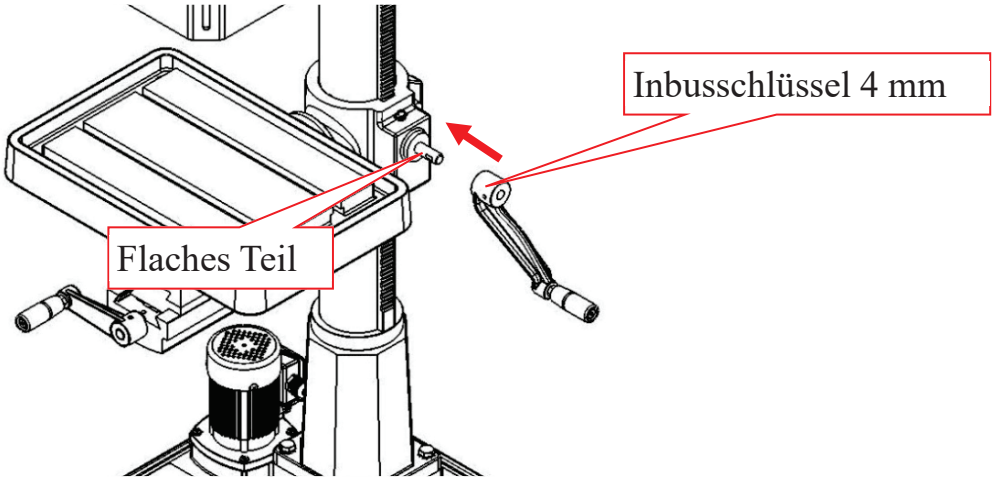

Abbildung 03
2. Bringen Sie den Kurbelhebel über der Ritzelwelle an und ziehen Sie die Stellschraube in der Kurbel gegen den flachen Teil der Ritzelwelle fest. **(Abbildung 03)**